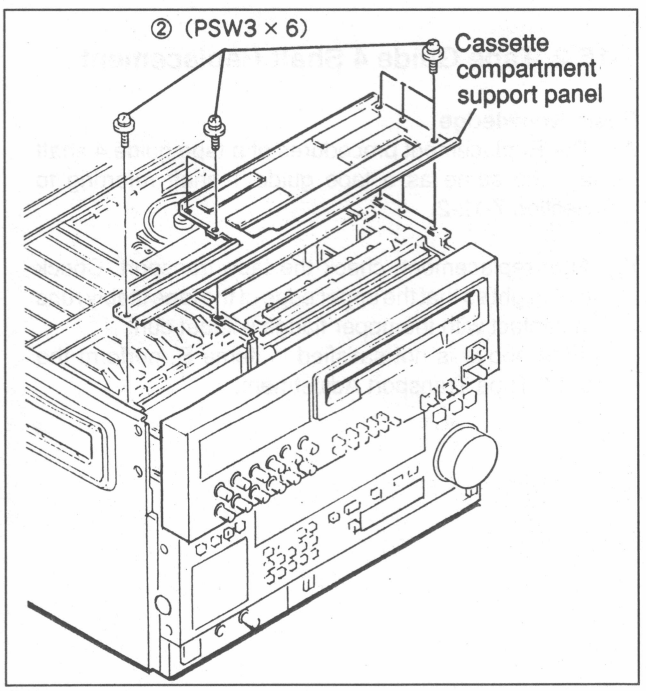

Fig.7-16-2 Cassette Compartment Stay Pate Remove
B. Screw ① can be easily removed by removing the cassette compartment stay plate.
- Remove six of screw ② shown in Fig. 7-16-2, then remove the cassette compartment stay plate.
Remove the cassette compartment stay plate referring to Section 7-16. (Fig. 7-16-2)